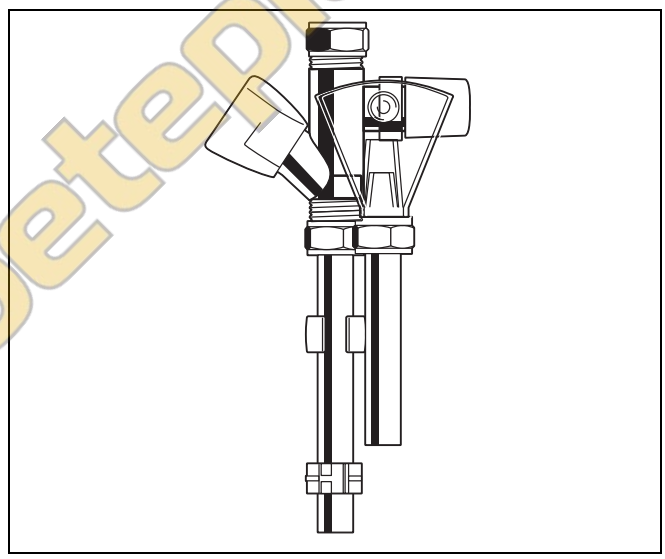

Рис. 9 Устройство защиты от повышенного давления со встроенным обратным клапаном
- Установите устройство защиты от повышенного давления (→ рис. 9) с обратным клапаном в трубопровод холодной воды. Таким образом трубопровод горячей воды защищается от высокого давления воды.